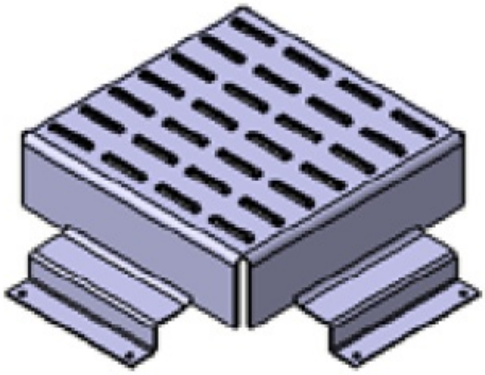
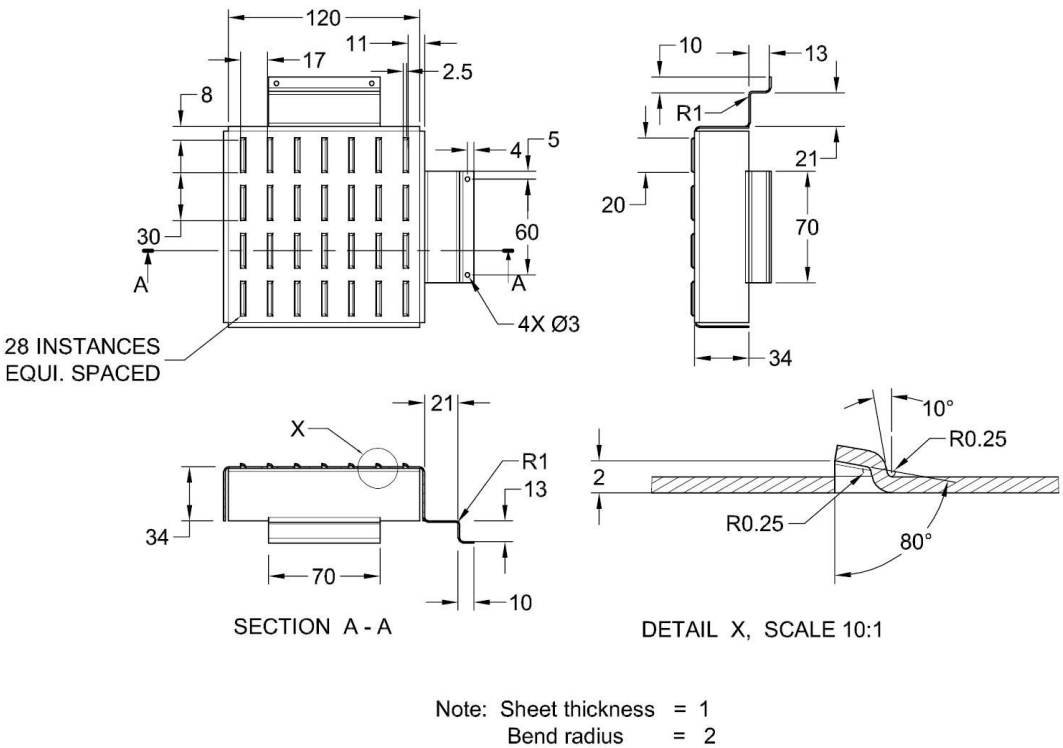
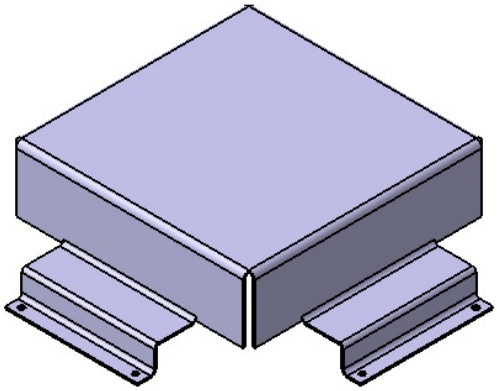
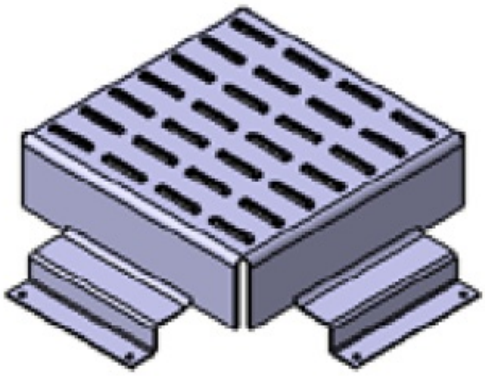

Figure 15-156 *Model for Tutorial 4*
Figure 15-157 *Views and dimensions of the sheet metal component for Tutorial 4*
Figure 15-167 *The component after creating the hole features*
Figure 15-169 *Pattern of the louver feature created*
In this tutorial, you will create a sheet metal component, as shown in Figure 15-156. Its dimensions are shown in Figure 15-157. The thickness of the sheet metal component is 1 mm and bend radius is 2 mm. **(Expected time: 45 min)**
e. Create hole features, refer to Figure 15-167.
6. Similarly, create the wall on the edge and the flange features on the other side of the Sheet metal component, refer to Figure 15-167. The dimensions of the wall and flange features are the same as in the previous case.
1. Create all holes by invoking the **Hole** tool from **Cutting/Stamping** > **Stamping** sub-toolbar, refer to Figure 15-167. For dimensions of holes, refer to Figure 15-157.
6. Create the pattern feature of the louver, as shown in Figure 15-169. Refer to Figure 15-157 for dimensions.